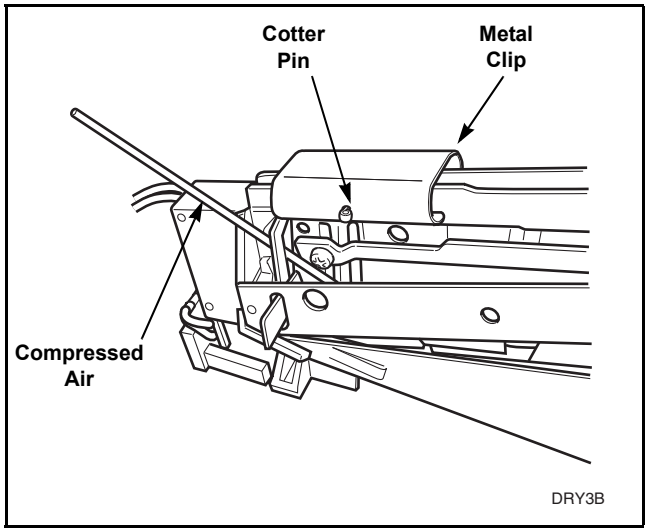

Figure 12
c. If lint is preventing coins from rolling through coin drop, blow compressed air though coin entry and along the side of the coin drop. Refer to *Figure 12*.
e. Remove cotter pin from top of drop. Refer to *Figure 12*. Save pin for reinstallation when cleaning is complete.
f. Move metal clip closer to sensor so that it comes off frame. Refer to *Figure 12*.